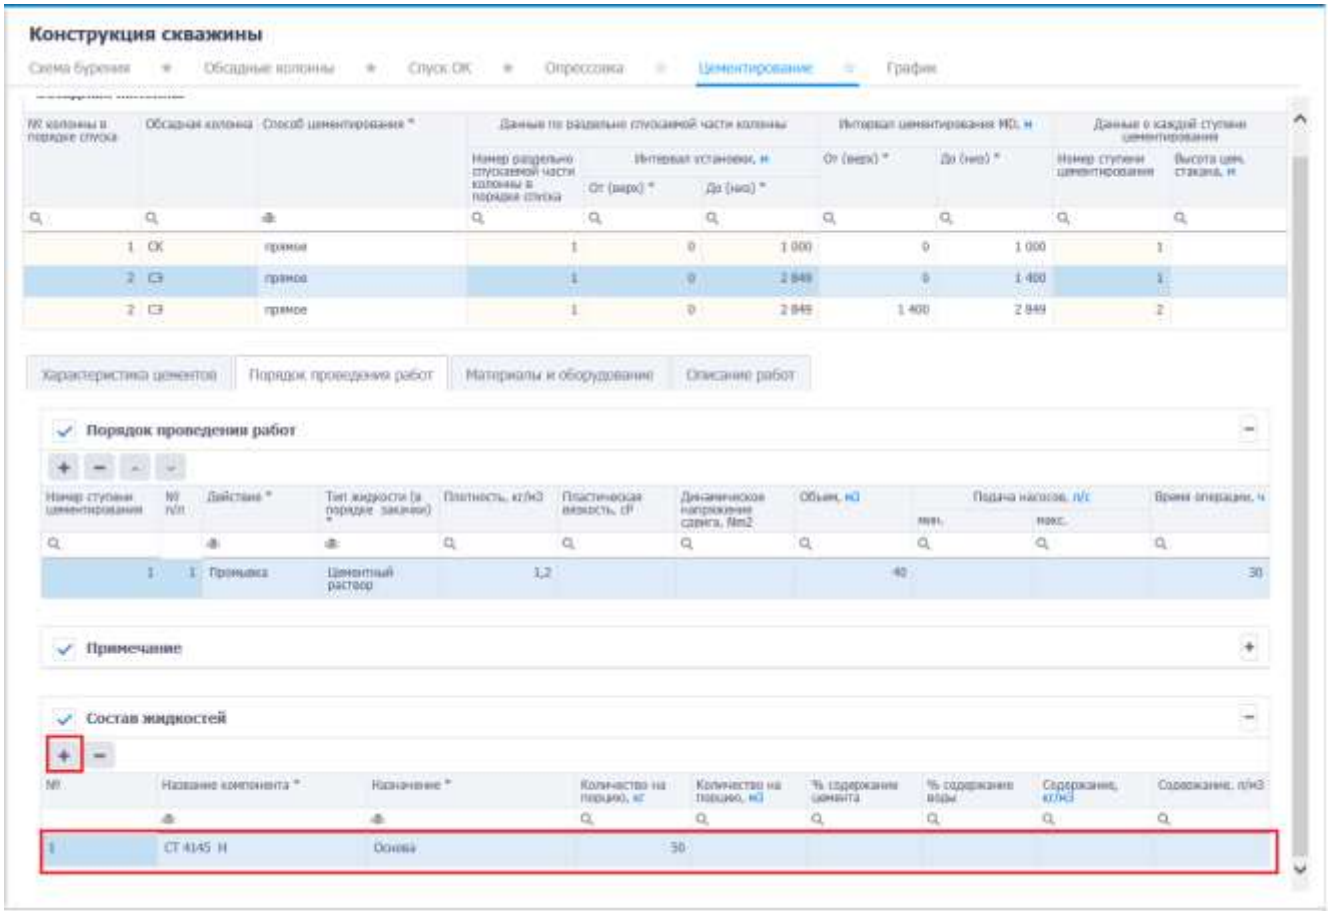

Рис. 3.156
2) В таблице «Состав жидкостей» на вкладке «Порядок проведения работ» станет активна кнопка (Добавить). Следует нажать кнопку и ввести параметры жидкости стандартным для программы образом (рис. 3.156).